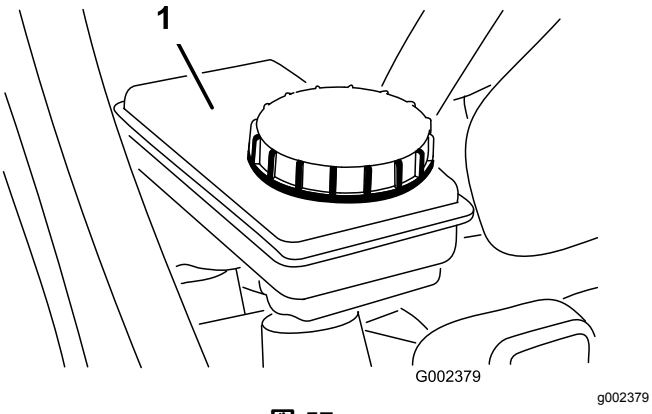

図 57
5. タンクの FULL マークまでオイルが入っているのを確認する図 57。
6. 液量が不足している場合には、まず補給口周辺をきれいに拭き、キャップをはずして、所定のブレーキオイルを適正量まで補給する図 57。